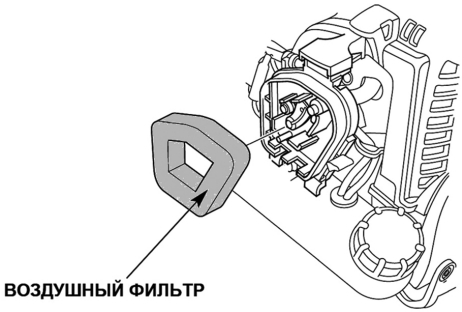

Рис. 17 Обслуживание воздушного фильтра
2. Извлеките воздушный фильтр (Рис. 17).